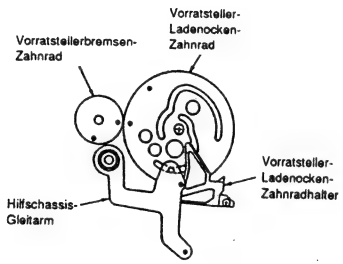

Abb. 3-4
5) Den Vorratsteller-Ladenocken-Zahnradhalter und den Hilfschassis-Gleitarm gemäß Abbildung einbauen (siehe Abb. 3-4